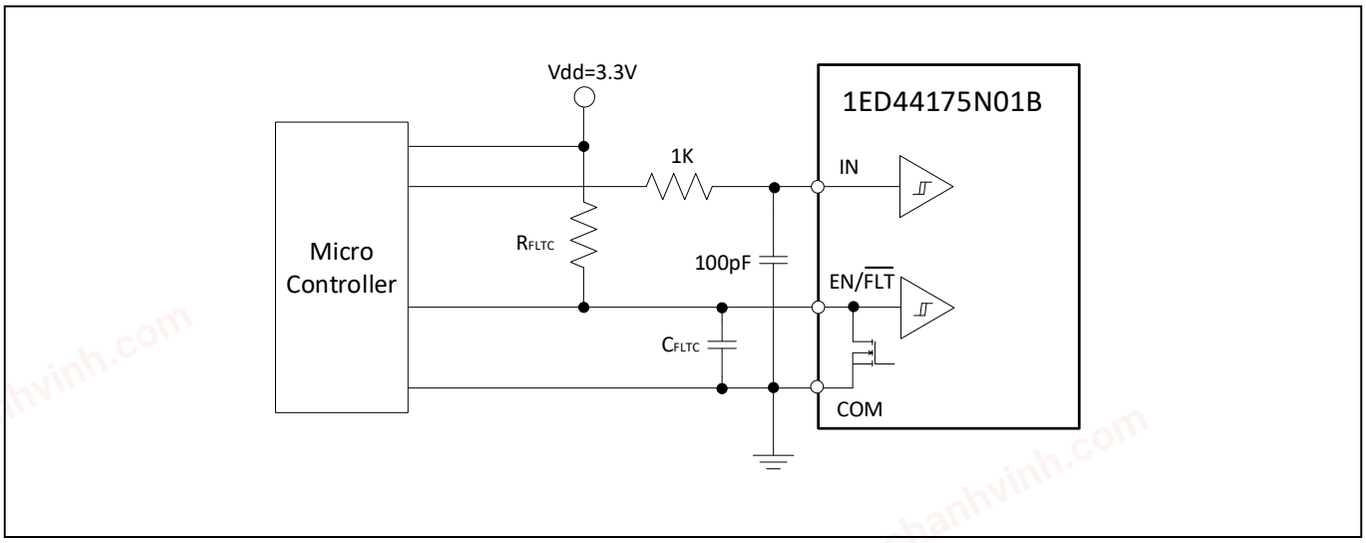
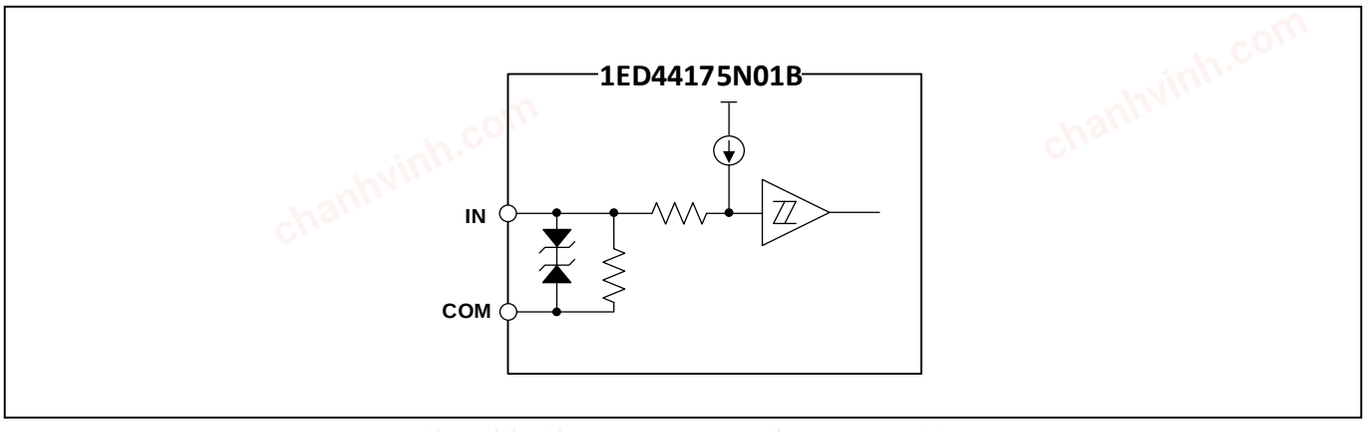

Figure 3 Recommended micro-controller I/O interface circuit
Figure 4 Simplified input structure diagram of 1ED44175N01B
- To prevent signal oscillations, an RC coupling is recommended as illustrated in Figure 3.
Figure 3 shows the I/O interface circuit between a micro-controller (µC) or digital signal processing (DSP) and the 1ED44175N01B. The 1ED44175N01B input logic is active-high. The EN/$\overline{\text{FLT}}$ output is an open-drain configuration. This signal should be pulled up to high by an external logic power supply with a pull-up resistor. RC (1 KΩ / 100 pF) is recommended for the “IN” pin to prevent input noise.
As shown in Figure 4, the 1ED44175N01B input signal section integrates a pull-down resistor. Therefore, when using an external filtering resistor between the micro-controller output and 1ED44175N01B input, pay attention to the signal voltage drop at the 1ED44175N01B input terminal. It should fulfill the logic "1" input voltage requirement. For instance, R = 1 kΩ and C = 100 pF are recommeded for the parts shown in Figure 3.